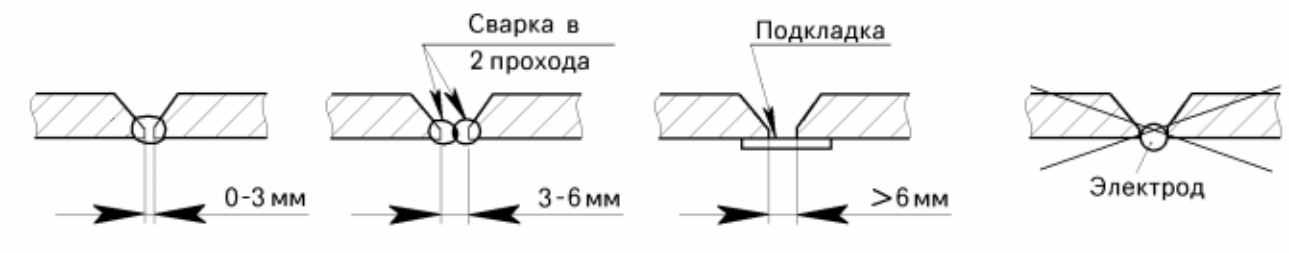

Рисунок 13.3 – Методы сварки первого слоя
– в случае, когда зазор не более 3 мм – проплавить полностью корень шва (рисунок 13.3);